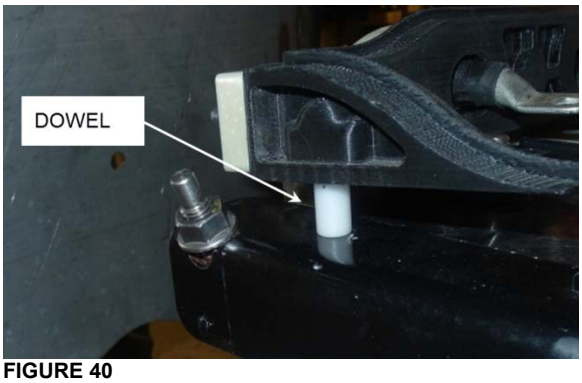

**FIGURE 40**
5. Align the dowels on the angles with the holes on the cable guides (FIGURE 40).